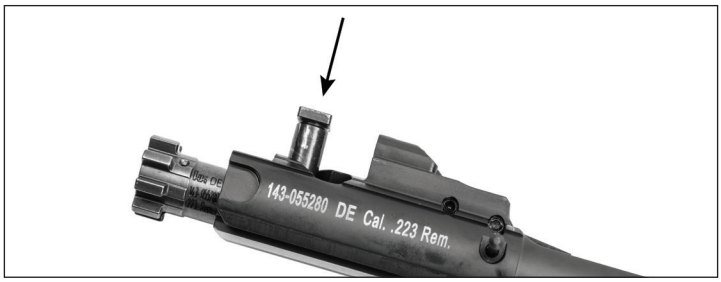

Fig. 34 – Bolt Carrier reassembly
b. Insert the cam pin into the shaft of the bolt carrier, ensuring that the hole for the firing pin on the cam pin is aligned with the firing pin channels on both the bolt head and bolt carrier (Fig. 34).